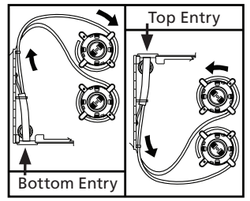

Figure 11
5. For bottom cable entry, route slack clockwise around the routing rings. For top cable entry, route slack counterclockwise **(Figure 11)**.